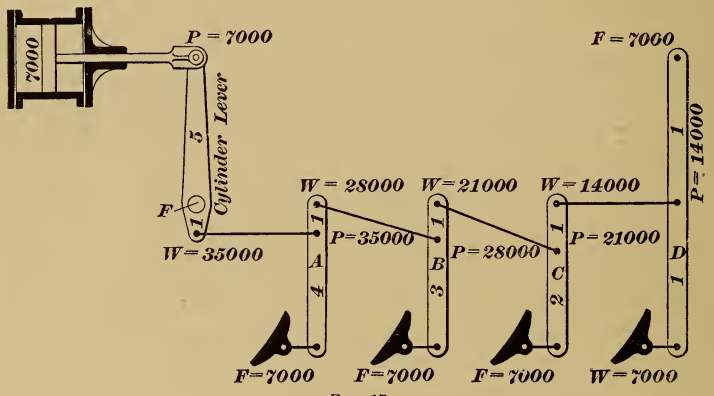
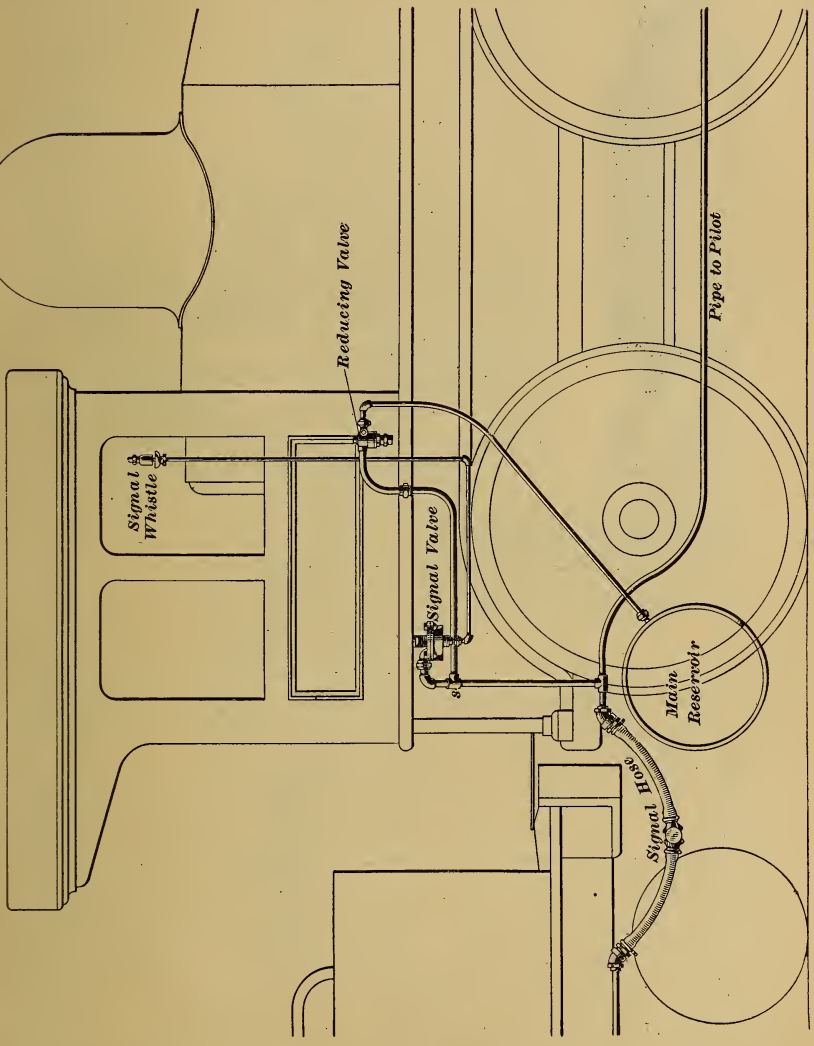

FIG. 17.
FIG. 2
68. American Outside Equalized Brake.—This type of brake was illustrated in Fig. 2, Art. **55**, and a diagram of it, as applied to an engine having four pairs of drivers, is given in Fig. 17. In a brake of this kind, the levers are so proportioned that the braking power developed at the brake cylinder is distributed equally among the drivers, the force applied to the different brake shoes being maintained equal; hence, the brake is said to be an equalized brake.
The air-signal apparatus on the engine, Fig. 2, consists of the *signal valve*, *signal whistle* and *pressure-reducing valve*. A $\frac{3}{8}$-inch pipe leads from the main reservoir to the reducing valve, and thence leads to, and connects with, the **T**-fitting *s* in the